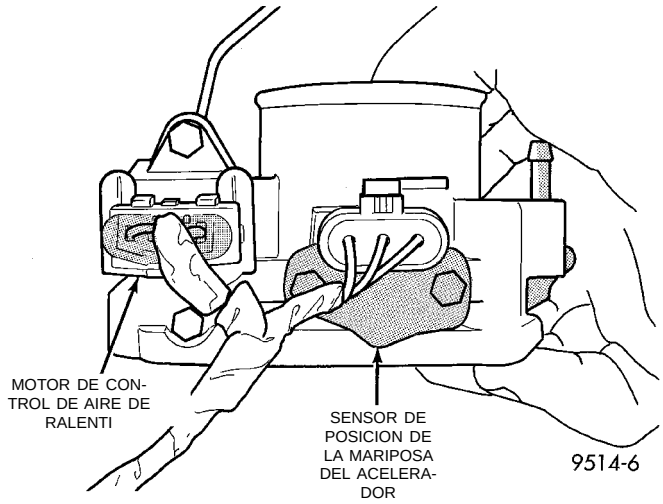
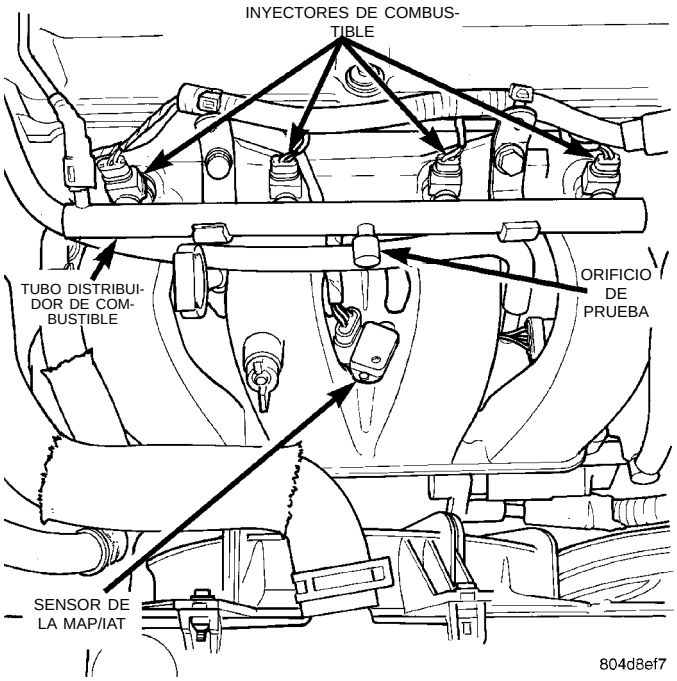

Fig. 23 Conectores de cableado del motor de aire de ralentí (IAC) y del sensor de posición de la mariposa del acelerador (TPS)
Fig. 24 Conector eléctrico del sensor de presión absoluta del múltiple/temperatura de aire de admisión (TMAP)
(10) Retire de la manija de admisión y del soporte los cables del acelerador, de retirada y de control de velocidad. Para informarse sobre los procedimientos, consulte Desmontaje del cuerpo de mariposa en el Grupo 14, Sistema de combustible.
(11) Retire el cuerpo de mariposa.
(12) Desconecte los conectores de cableado del motor de control de aire de ralentí (IAC) y del sensor de posición de la mariposa del acelerador (TPS) (Fig. 23).
(13) Desconecte las mangueras de vacío del cuerpo de mariposa.
(14) Desconecte el conector eléctrico del sensor de presión absoluta del múltiple/temperatura de aire de admisión (TMAP). Desconecte las mangueras de vapor y del multiplicador del freno (Fig. 24).